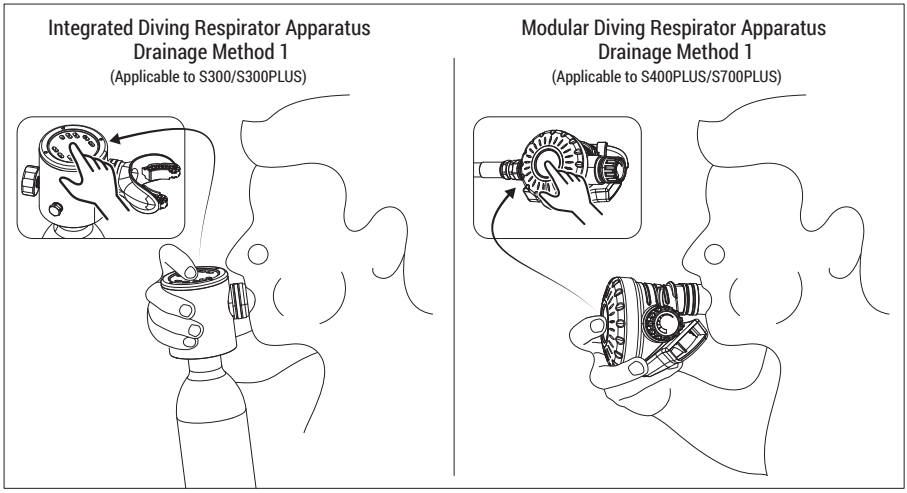

Figure 4.2.1
c) Method 1: Completely cover the mouthpiece with your mouth, bite the rubber part of the mouthpiece firmly with your teeth, and close your mouth. Then, press the exhaust button down and ensure that the released gas completely expels any water from the integrated valve head or second-stage regulator. After this, you can begin normal Respirator. Please refer to Figure 4.2.1 for detailed operation.